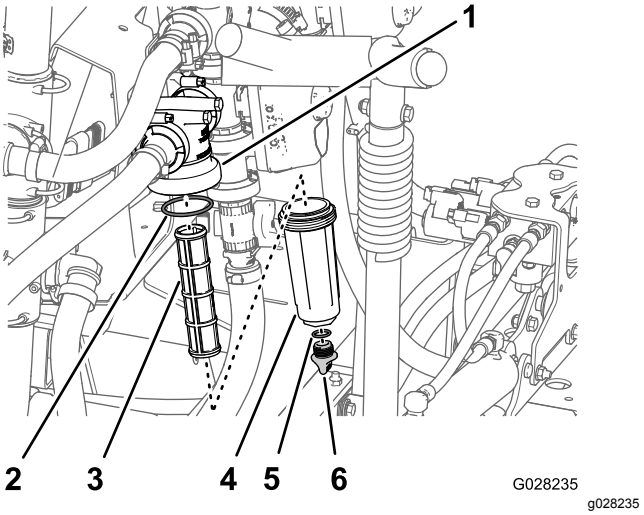

Рисунок 94
2. Поместите сливной поддон под фильтр линии нагнетания (Рисунок 94).
3. Поверните маслосливную пробку против часовой стрелки и снимите ее со стакана фильтра линии нагнетания (Рисунок 94).
4. Поверните стакан против часовой стрелки и снимите его с головки фильтра (Рисунок 94).
5. Извлеките старый элемент фильтра линии нагнетания (Рисунок 94).
6. Проверьте уплотнительное кольцо пробки сливного отверстия (расположенное внутри стакана) и уплотнительное кольцо стакана (расположенное внутри головки фильтра) на повреждения и износ (Рисунок 94).
7. Вставьте новый элемент фильтра линии нагнетания в головку фильтра (Рисунок 94).
8. Установите стакан на головку фильтра и затяните его вручную (Рисунок 94).
9. Установите пробку в стакан и затяните ее вручную (Рисунок 94).